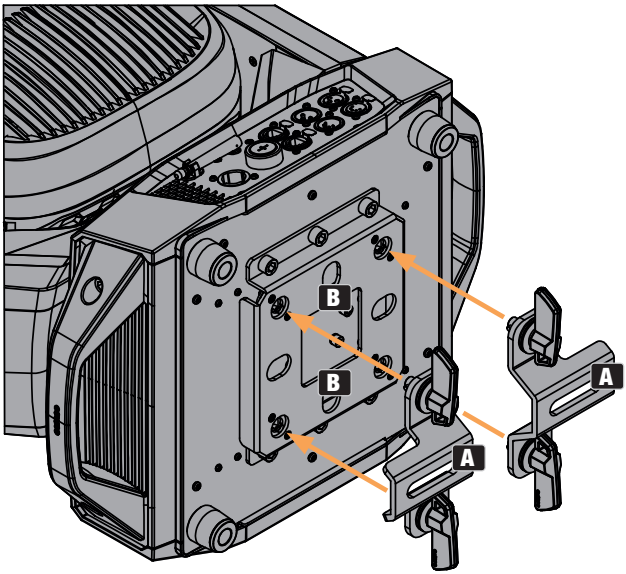
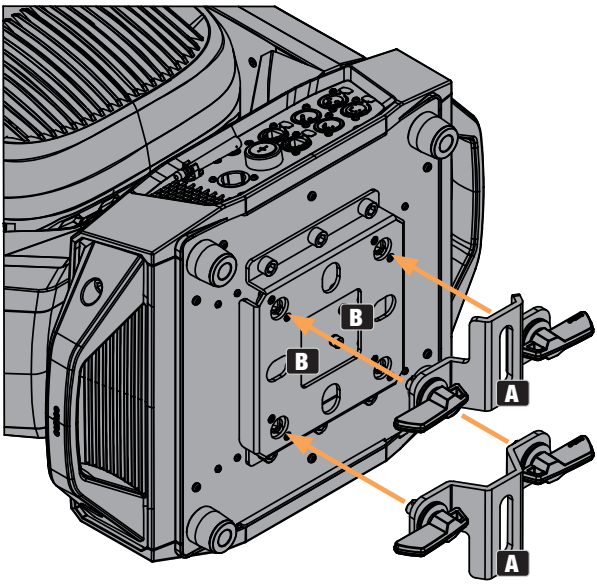

Figura 1
Figura 2
a la base del equipo (figura 1-A). Si es necesario, los dos soportes en omega también pueden montarse en la base del equipo girados 90° (figura 2-A). Se suministran dos soporte en omega. Las abrazaderas para truss se pueden pedir por separado. Asegúrese de que las conexiones sean firmes y fije el foco a la argolla (B) con un cable de seguridad adecuado.